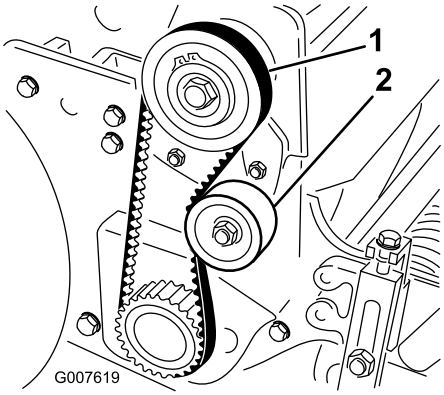

Figur 35
2. Kontrollera spänningen genom att trycka ned remmen mellan två skivor (Figur 35) med en kraft på 18 till 22 N. Remmen ska böjas ned 6 mm.
A. Lossa fästmuttern på mellanremskivan och sväng mellanremskivan medsols mot remmens baksida tills önskad remspänning erhålls (Figur 35).